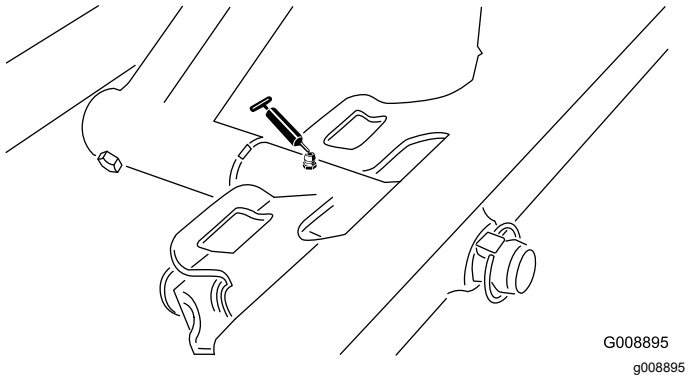

**Figur 46**
- Fremre klippeenhetsaksel (Figur 46)